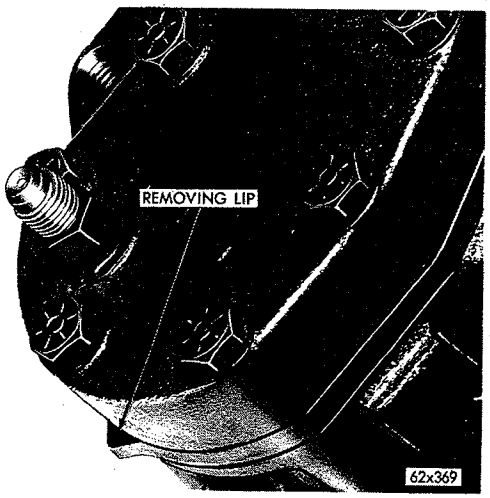

*Fig. 60—Valve Plate and Head Removing Lip*
(1) Remove the cylinder head bolts, head and valve plate assembly. If plate does not separate from head, tap the removing lip on the valve plate lightly with a plastic hammer (see Figure 60). Do not pry apart.